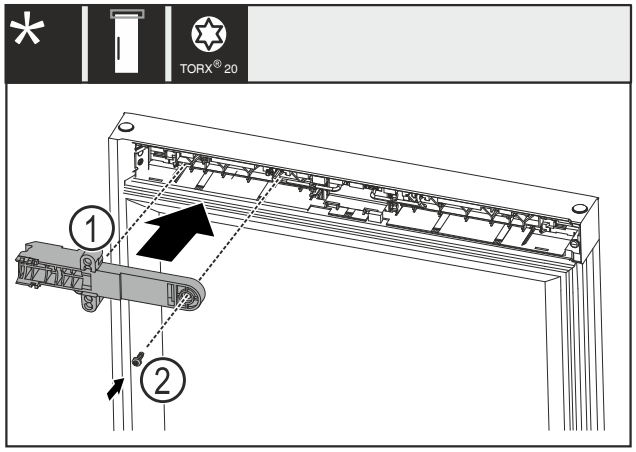

Fig. 23
▶ 将锁固定件 *Fig. 23 (1)*转动 180°，然后固定在对面。
▶ 将锁固定件 *Fig. 23 (1)*用螺钉 *Fig. 23 (2)*固定。